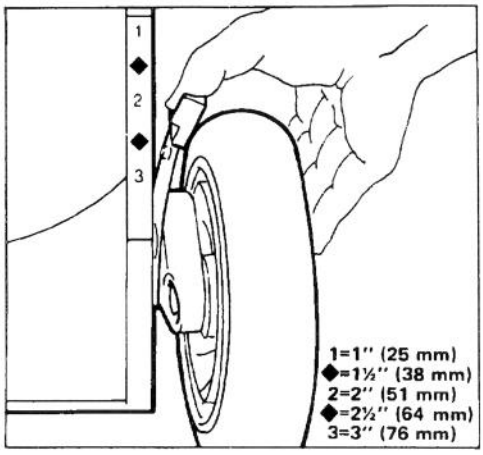

Figure 12
2. For easier adjustment, lift housing up so wheel is off ground. Squeeze adjusting lever toward wheel and move to desired setting (Fig. 12). Assure pin on adjusting lever engages notch